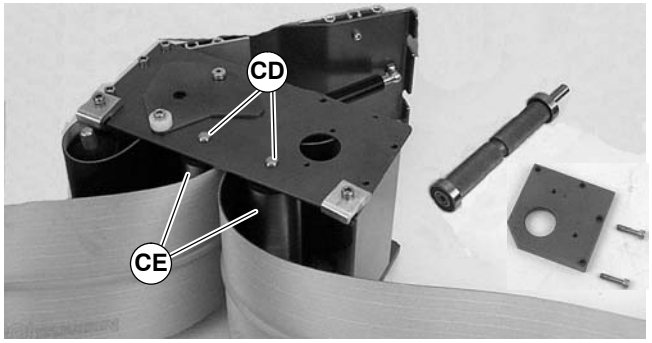

Figure 48
- For 127 mm or wider conveyor, depress both sides of each spring-loaded shaft (CD of Figure 48). Remove pulleys (CE).